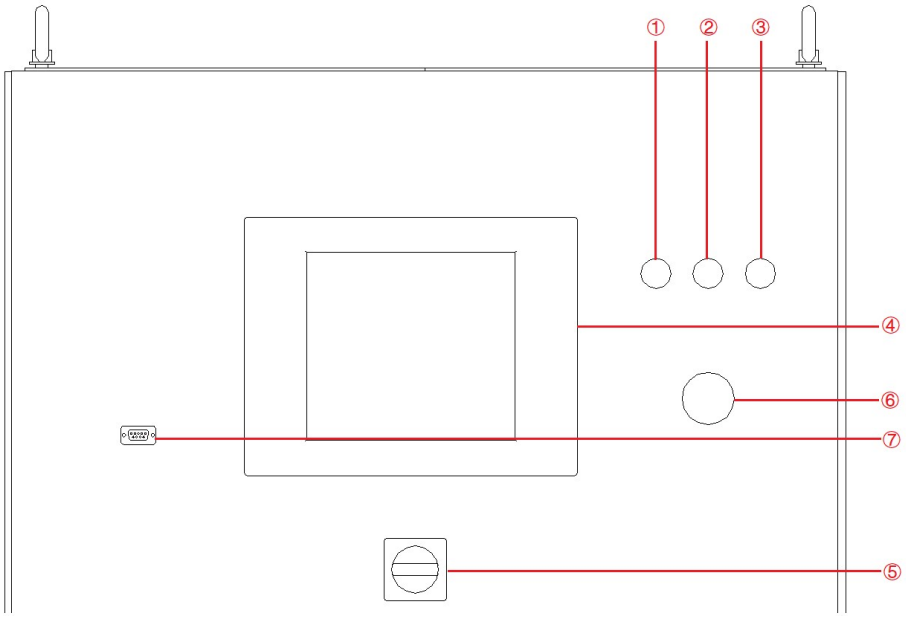
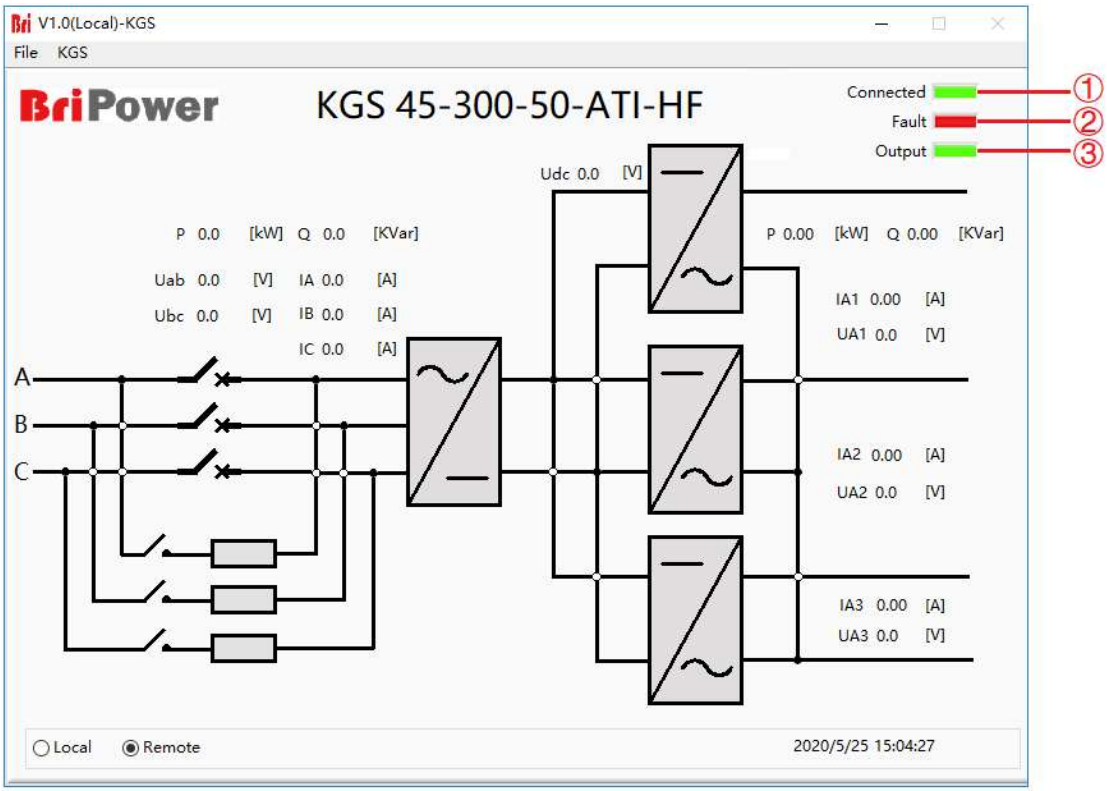

Figure 3-3 Front Panel
Figure 5-1 Main panel
Turn clockwise to close the control switch on front panel (figure 3-3⑤) after closing the cabinet door, the power supply is standby. If the power supply communication connection is normal, the white light is always on (figure 3-3①).
KGS series provides GUI software, which is installed on the front touch screen using the windows OS. (the software can also be installed on the control PC connected to the power supply). A few seconds after the power supply is initialized, the control unit and touch screen work, the power supply is standby. If the power supply communication is normal, the white light (Figure 3-3①) and the "connected" green light (Figure 5-1①) is always on. All functions and parameters can be accessed through the TFT-Touch panel or GUI software to set up and run.
Output On	It is used for the output side on/ off, the button is green while outputting, and the green indicator of "Output" is always on (Figure 5-1③). When there is no output, the button becomes red.